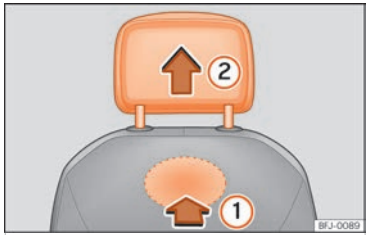

Fig. 70 Apoyacabezas delantero: desmontaje.
- Para desbloquearlo, busque el rebaje situado en la parte posterior del respaldo por la zona marcada y presione en el sentido de la flecha ››› fig. 70 (1).
- Extraiga el apoyacabezas en el sentido de la flecha (2).